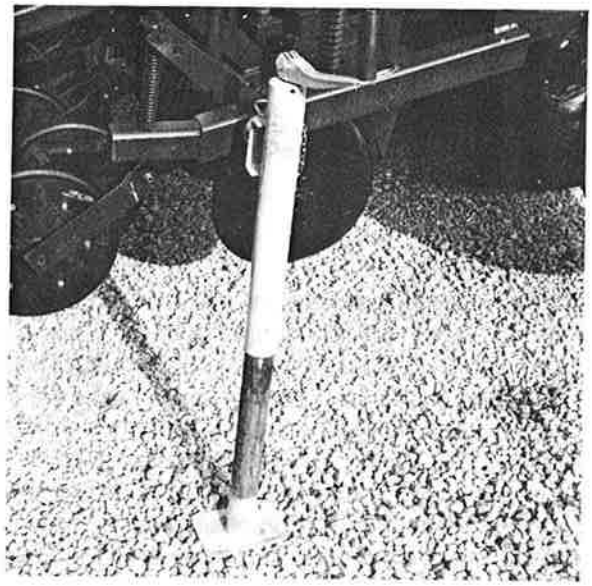

FIGURE 4-1
2. The support stands will now keep the drill from tipping. Do not place them on the upper storage stub until the unit is secured to a tractor or caddy three-point hitch. (See Fig. 4-1)